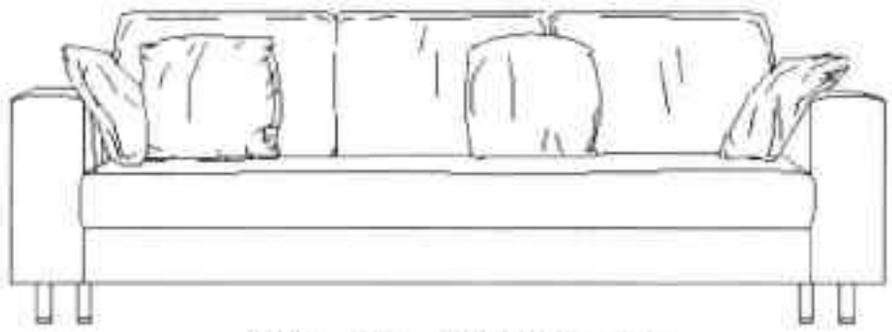

图10-68 切换链接界面
Step08 按住 Ctrl 键，并单击该沙发图块，则可切换至相关超链接的界面，结果如图 10-68 所示。